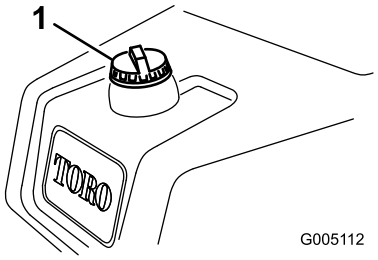

Figuur 22
1. Reinig de omgeving van de dop van de brandstoftank en verwijder de dop (Figuur 22).